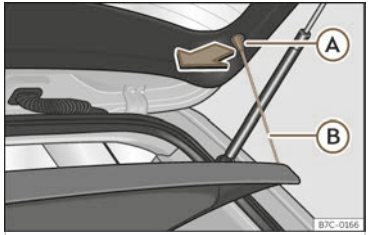

Fig. 190 In the luggage compartment: removing and installing the shelf.
- Detach the cord loops ››› **Fig. 190** Ⓑ from their hooks Ⓐ.
- Attach the securing straps ››› **Fig. 190** Ⓑ onto the rear lid.